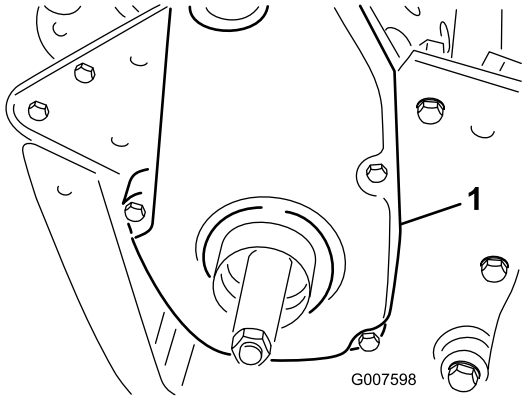

Figuur 36
1. Verwijder de bevestigingen van de drijfriemkap en de drijfriemkap zodat u bij de riem kunt komen (Figuur 36).